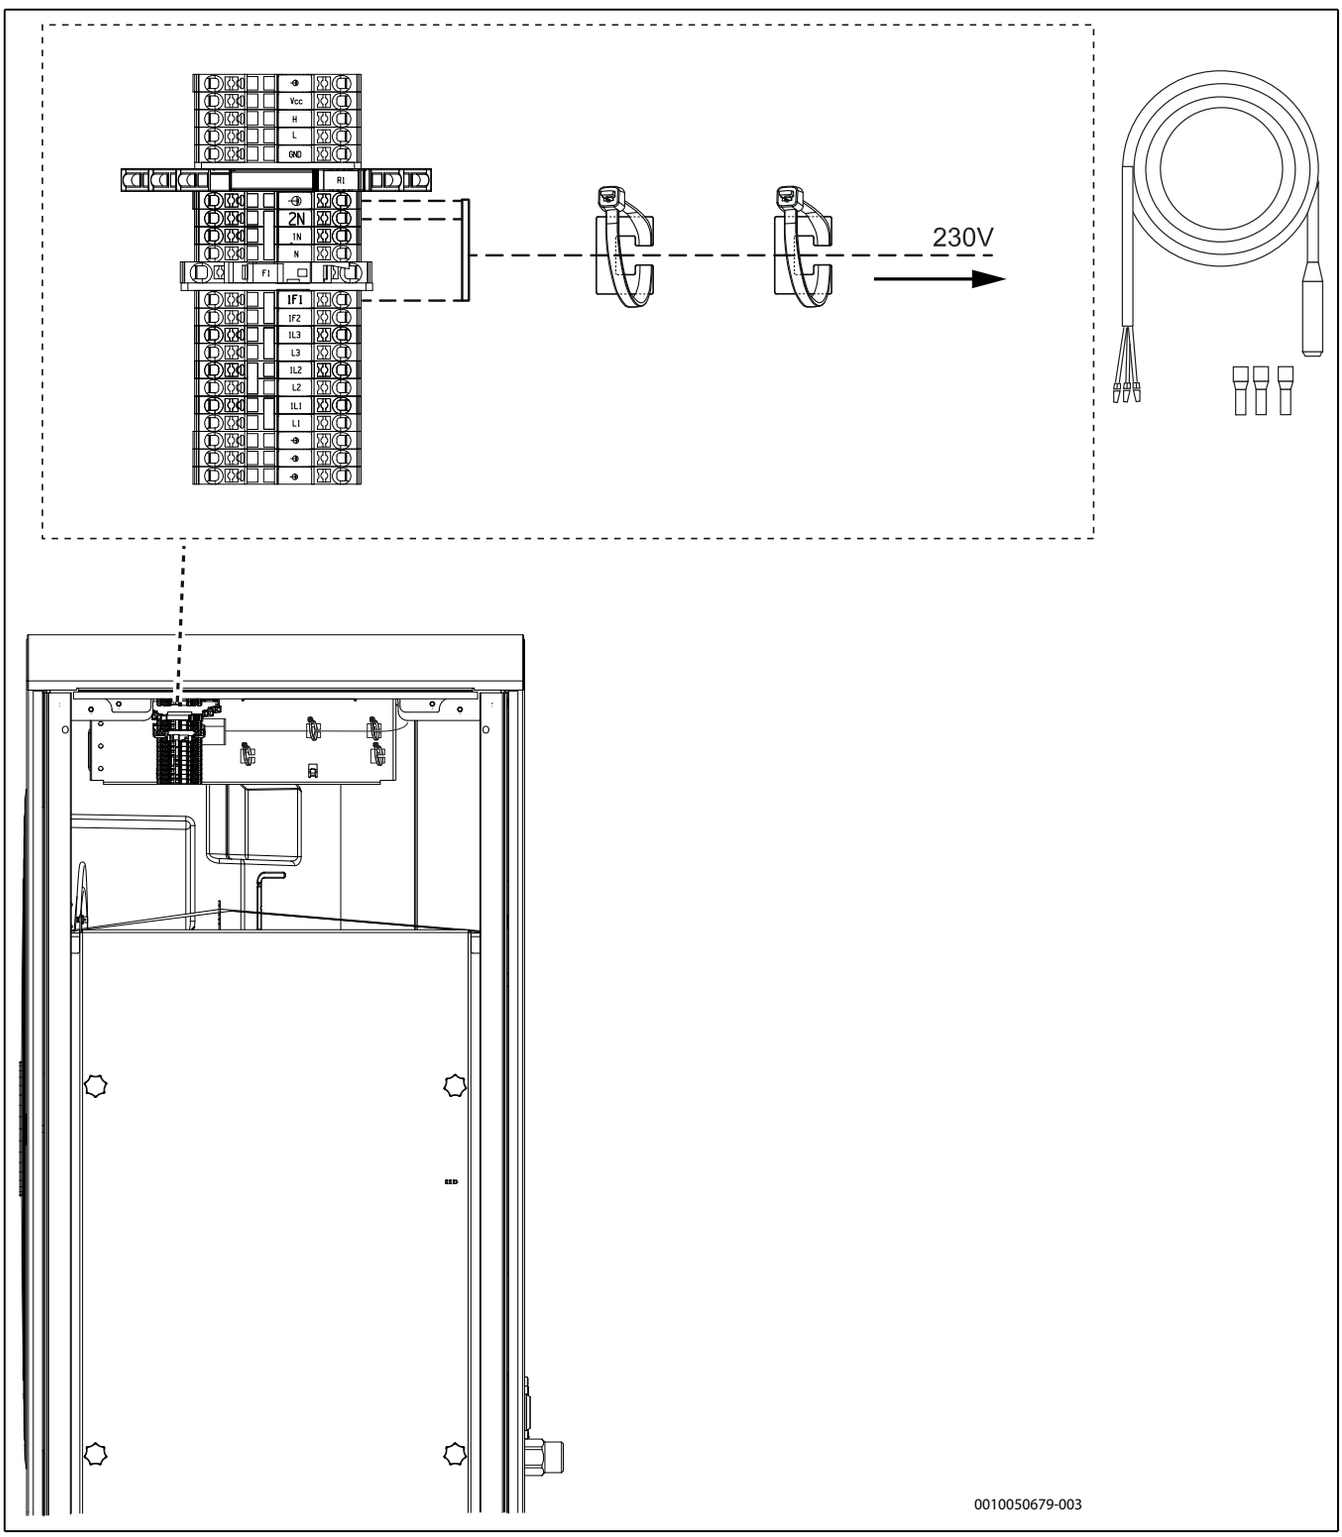

Bild 35 Heizkabelanschluss (Zubehör)
- ▶ Kabel entsprechend →Abbildung 35 anschließen.